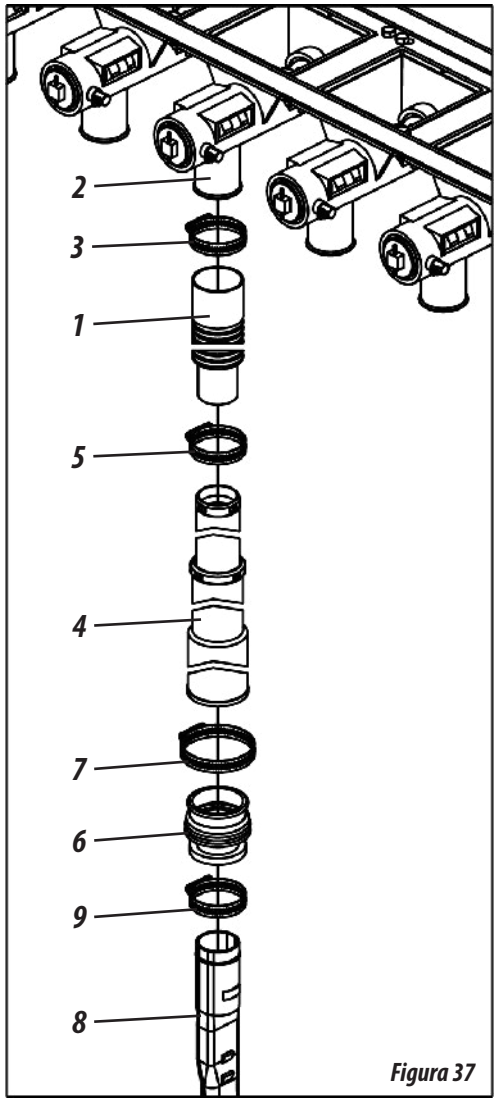

Figura 37
Para conduzir o fertilizante do distribuidor até o solo, encaixe o mangote (1) nas saídas do condutor independente (2) através das presilhas (3). Em seguida, acople o condutor telescópico (4) no mangote (1) fixando através da presilha (5). Depois, acople a união de borracha (6) no condutor telescópico (4) fixando através da presilha (7). Finalize acoplando a bica (8) na união de borracha (6) fixando através da presilha (9), **conforme mostra a figura 37.**